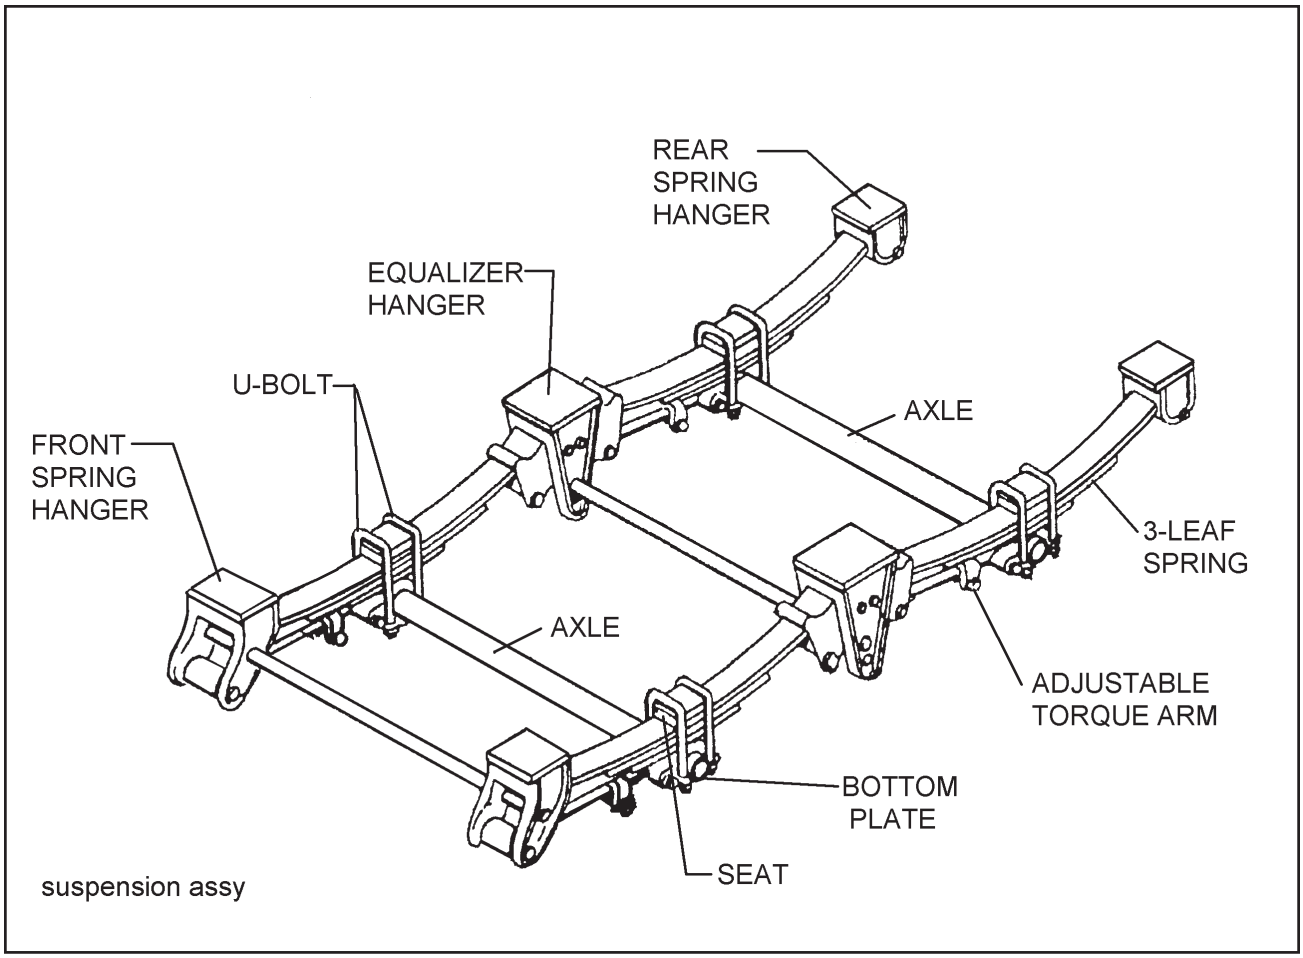

Figure 4-9 Spring Suspension System
c. Replacing the equalizer bushings and the torque arm bushings on the spring suspension is a complex operation and should be left to trained service personnel. If the bushings need to be replaced, contact a Landoll authorized service center or the Landoll factory for servicing **(See Figure 4-9)**.